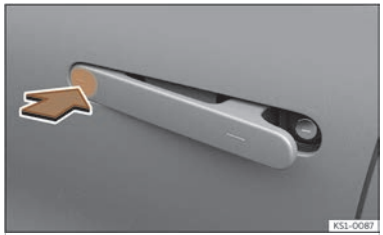

Fig. 74 Emergency opening of the doors.
In an emergency, if the vehicle battery is discharged or the handle motor is inoperative, the handles can always be extended mechanically by pressing the front area of the handle marked with three dots >>> **Fig. 74**.
- Press the front area of the handle marked with three dots >>> **Fig. 74**. This creates the clearance required to extend the handle mechanically.